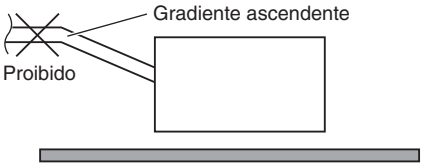

Fig. 3-12
- Não instale o tubo com um aclive desde a abertura de ligação. Isso fará que a água de drenagem flua de volta e vaze quando a unidade não estiver a funcionar. (Fig. 3-12)